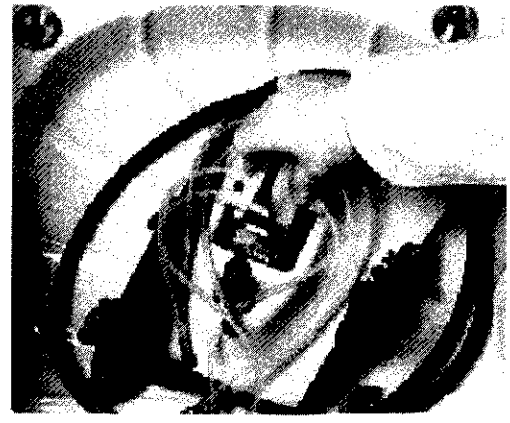

Figure 9 Press Block Over the Manifold
5. Press the block lightly over the manifold as shown in *Figure 9*.